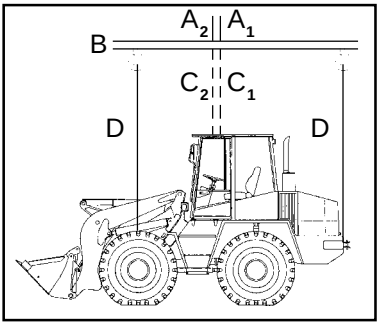

Bild 7-5
- Der Aufnahmepunkt ((7-5/A_1 - Gerät ohne Standardschaufel) bzw. (7-5/A_2 - Gerät mit Standardschaufel)) des Tragmittels (7-5/B) muß genau senkrecht über dem Schwerpunkt (7-5/C_1 bzw. 7-5/C_2) des Gerätes liegen (siehe Bild 7-5), damit sich das Lastaufnahmemittel **waagerecht** über der Längsmittelachse des Gerätes befindet.
- Le point de levage (7-5/A1 sans le godet standard et 7-5/A2 avec le godet standard) du moyen de levage (7-5/B) doit être exactement à la verticale du centre de gravité (7-5/C1 resp. 7-5/C2) de la machine (voir figure 7-5), de manière à ce que le moyen de levage soit **horizontal** et parallèle à l'axe longitudinal de la machine.
- The lifting point (7-5/A1 - loader without standard bucket or 7-5/A2 - loader with standard bucket) of the lifting device (7-5/B) must be located precisely vertically over the center of gravity (7-5/C1 or 7-5/C2) of the loader (see Fig. 7-5) so that the lifting device is located **horizontally** above the longitudinal axis of the loader.